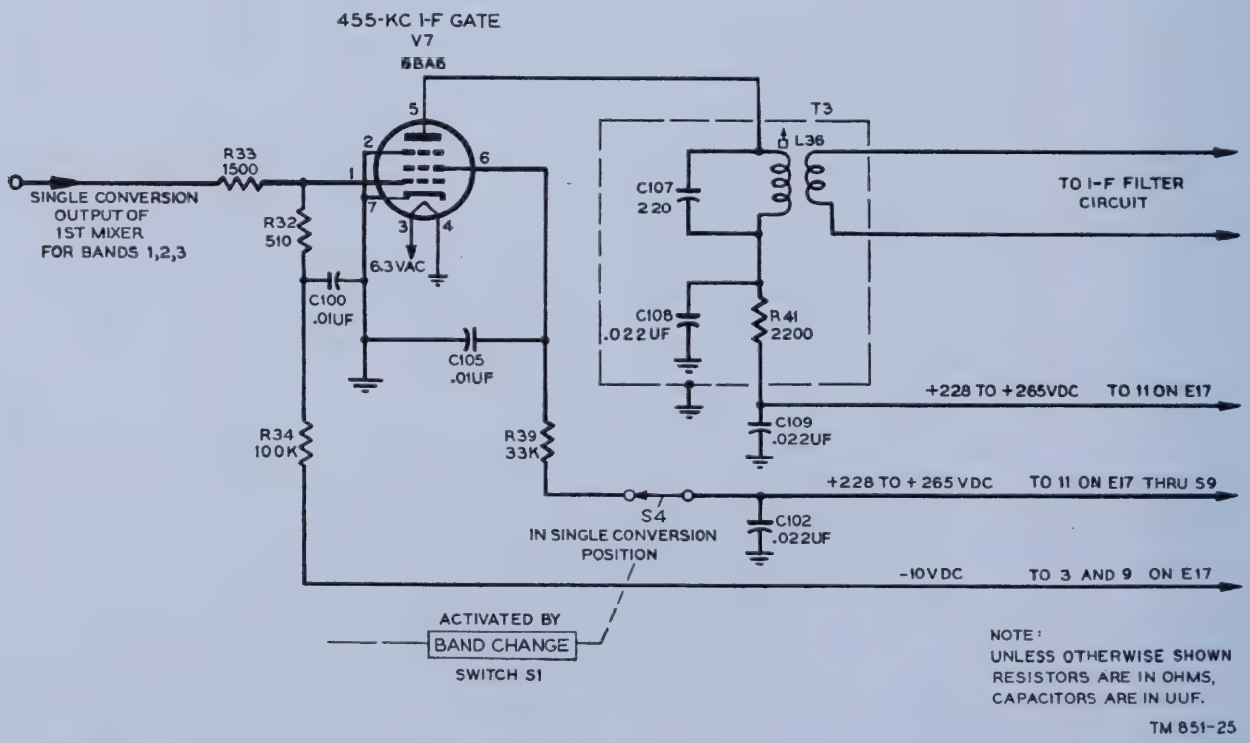
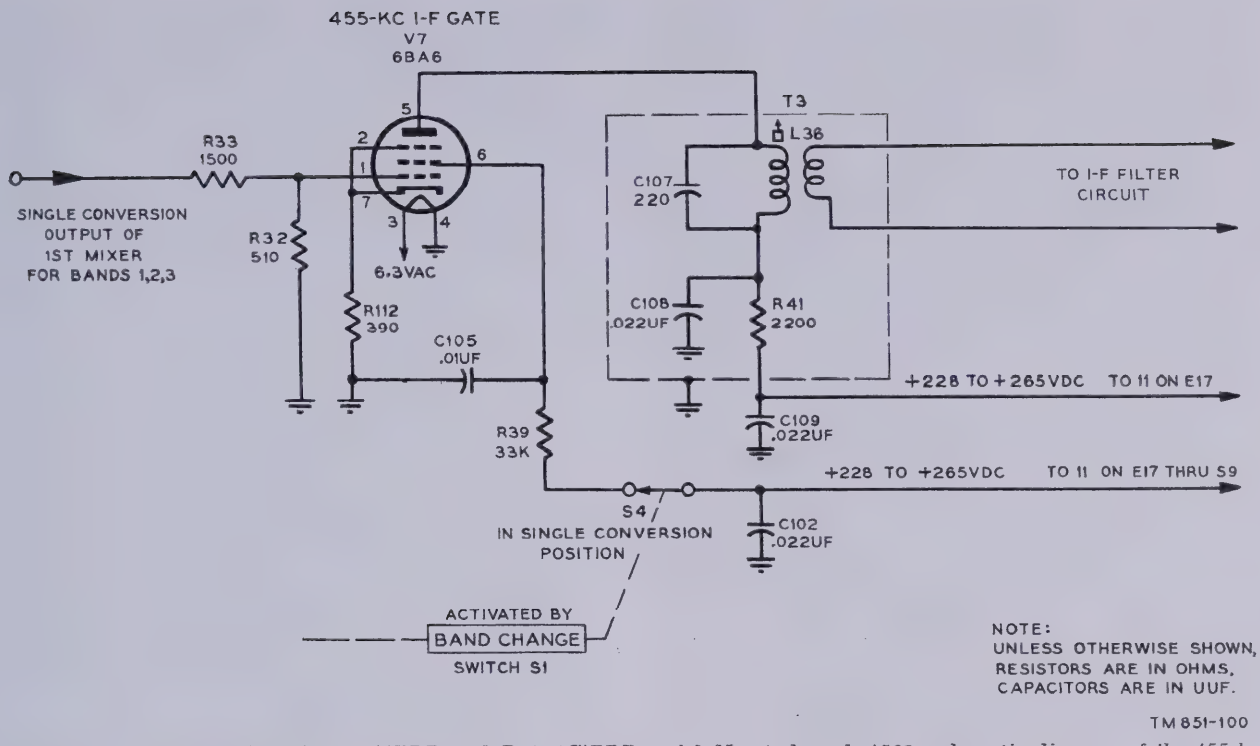
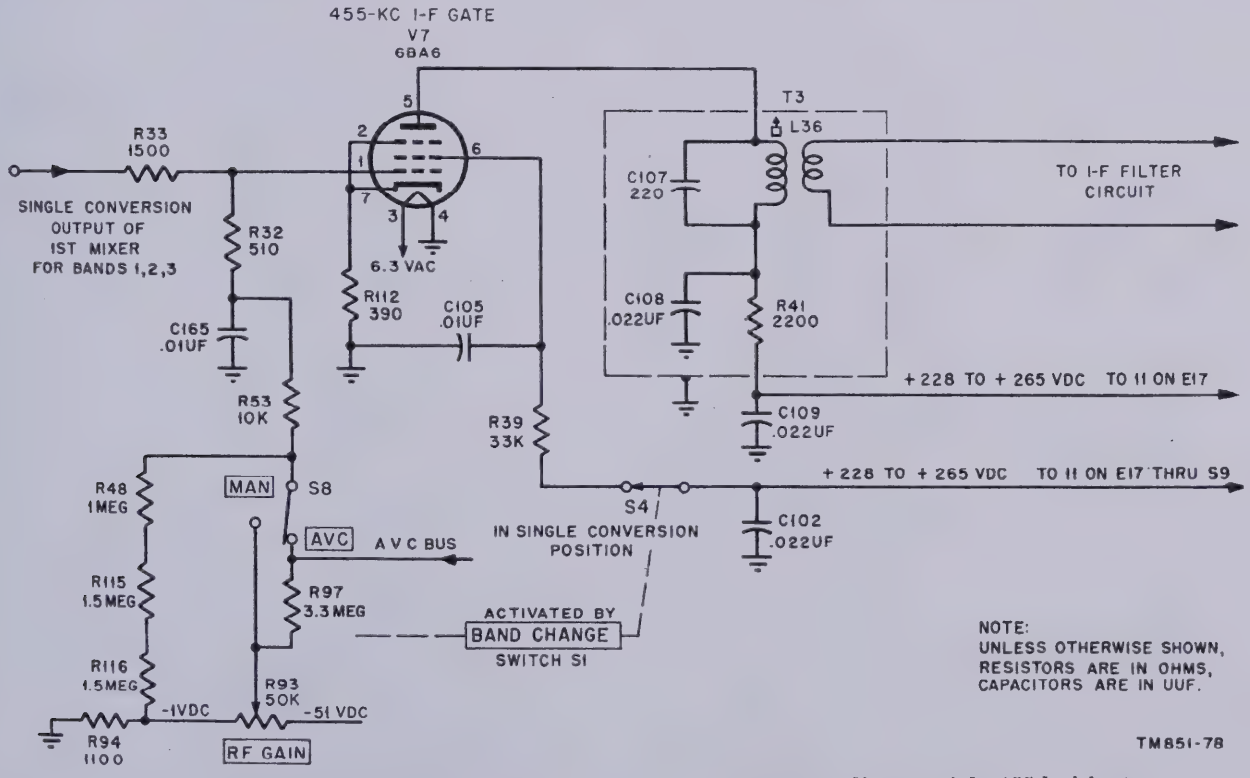

Figure 29. Radio Receivers R–483/FRR, R–320A/FRC, and R–274A/FRR, schematic diagram of the 455-kc i-f gate.
Figure 30. Radio Receivers R–483A/FRR and R–274C/FRR serial No. 1 through 1569, schematic diagram of the 455-kc i-f gate.
Figure 31. Radio Receiver R–274C/FRR from serial No. 1570, schematic diagram of the 455-kc i-f gate.
(figs. 29, 30, and 31)
b. Screen voltage is applied (from terminal 11 of terminal board E17) through the REC position of SEND-REC switch S9, the single conversion position of switch S4, and the screen grid decoupling circuit (screen grid voltage dropping resistor R39, r-f bypass capacitor C102, and screen grid r-f bypass capacitor C105). Plate voltage is applied (from terminal 11 of E17) through the decoupling circuit (resistor R41 and capacitors C109 and C108) and the primary of i-f transformer L36. In figure 29, negative bias voltage is applied to the control grid (from terminals 3 and 9 of E17) through resistors R34 and R32. In figures 30 and 31, self-bias is provided by resistor R112. In figure 31, negative bias is applied to the grid through AVC-MAN switch S8 and resistors R53 and R32. When S8 is in the MAN position, the bias rectifier negative d-c voltage from the movable arm of the RF GAIN control is fed directly to S8. When S8 is in the AVC position, this is still the case, but resistor R97 is connected between S8 and R93. Also, the avc negative bias developed by the avc rectifier is applied fully to the grid through S8, R53, and R32. Capacitor C165 and resistor R53 act as a filter in the avc line and have some effect on the time constant of the avc circuit. R97 isolates the avc bias to the grid circuit. Resistor R94 provides a negative bias of 1 dc-volt to the grid when R93 is set fully clockwise; this is its normal setting when operating avc. When R93 is set elsewhere than at maximum, the actual negative bias effective at the grid is a complex resultant of the avc bias developed and the
bias caused by the setting of R93. The use of resistors R48, R115, and R116 as a voltage divider for the avc bias developed is explained in paragraph 54*b*. These resistors are shown in figure 31, since they influence the actual negative bias effective at the grid when S8 is at AVC.
c. The 455-kc signal input to the control grid of the 6BA6 tube used in the stage is provided through R33 across grid input resistor R32 from first mixer stage V5. In figure 29, resistor R34 and capacitor C100 isolate the signal to the grid. These are not required in figures 30 and 31. In figure 31, decoupling is provided by R53 and C165. The stage 455-kc signal output, to the i-f filter circuit, is mutually coupled to the secondary of the L36 i-f transformer. The primary of L36, shunted by capacitor C107, is the parallel resonant load impedance of the stage, the adjustable iron core of L36 providing for alinement to 455 kc.